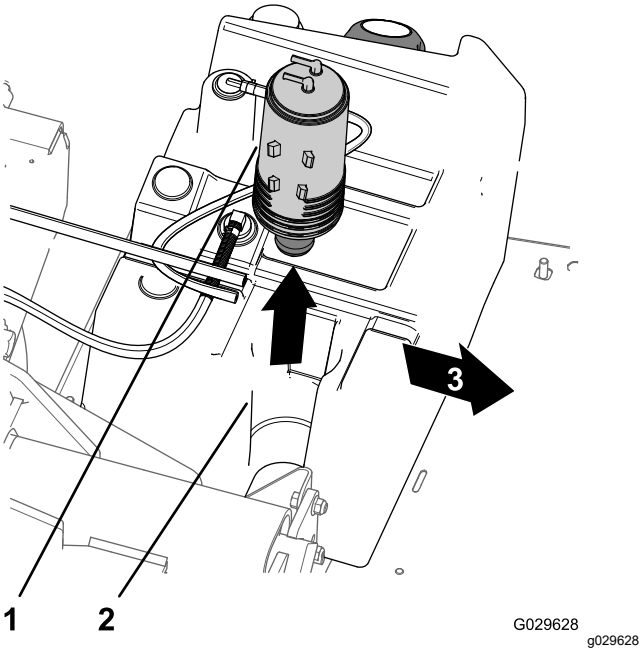

Figuur 44
3. Til de koolstofhouder van de koolstofhouderbevestiging in de brandstoftank (Figuur 44).
7. Plaats de nieuwe koolstofhouder in de koolstofhouderbevestiging van de brandstoftank met de afvoerfitting en de fitting voor de brandstoftank naar achteren uitgelijnd (Figuur 44).